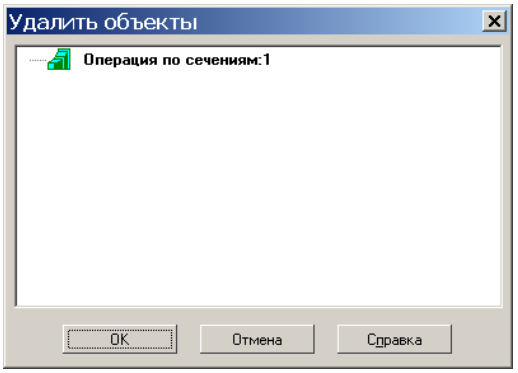

Рис. 5.16. Удаление узла в окне **Дерево модели**.
3.1. В объектном меню узла **Операция по сечениям: 1** выберите команду **Удалить** (рис. 5.16).
В открывшемся окне убедитесь в том, что удаляется только один объект – узел **Операция по сечениям: 1**, затем нажмите кнопку **OK** (рис. 5.16).